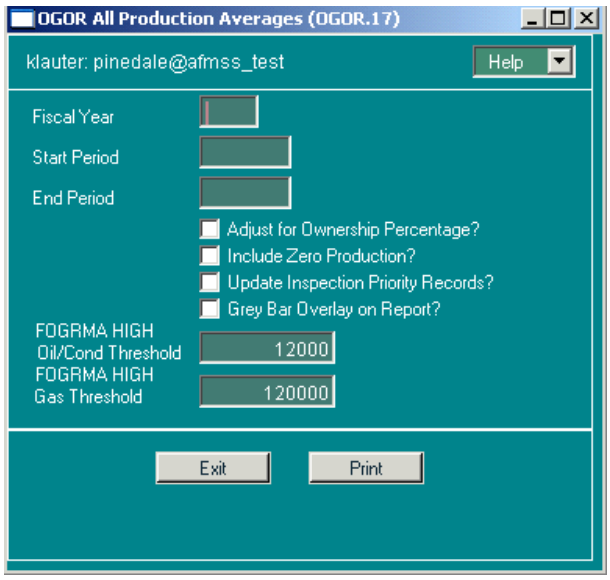

Figure 7-19: OGOR All Production Averages (OGOR.17) Window
1. From the *Non-Indian AFMSS Main Menu* select **OGOR** then **OGOR Reports** to display the reports submenu. From the submenu select **All Production Averages (OGOR.17)** to launch the window (Figure 7-19).